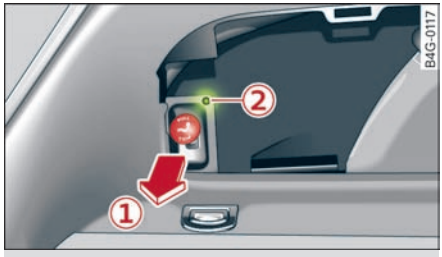

图 196 行李箱：用于牵引装置解锁的按钮
- ▶ 将按钮 ① 沿箭头方向拉出 ⇨ *图 196* ⇨ ⚠。拖车牵引装置解锁并向下摆。LED 指示灯 ② 的颜色从绿色亮起变为红色闪烁。将按钮重新拉回初始位置。